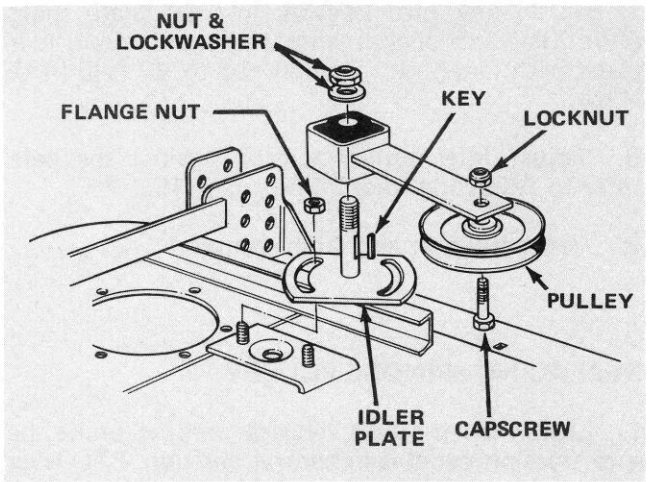

Figure 44
4. Remove large nut and flatwasher retaining idler arm on idler plate shaft (Fig. 44). Slide arm off shaft and account for the square key.
5. Remove capscrew and locknut securing idler pulley and arm together (Fig. 44).
5. Remove two flange nuts, holding slotted idler plate in place (Fig. 44).